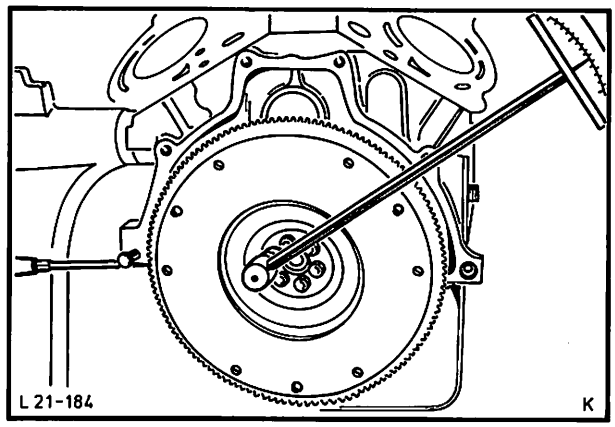

Abb. 119 Schwungscheibe befestigen
49. Motor schwenken, Schwungscheibe anbauen und mit vorgeschriebenem Drehmoment festziehen, Abb. 119.